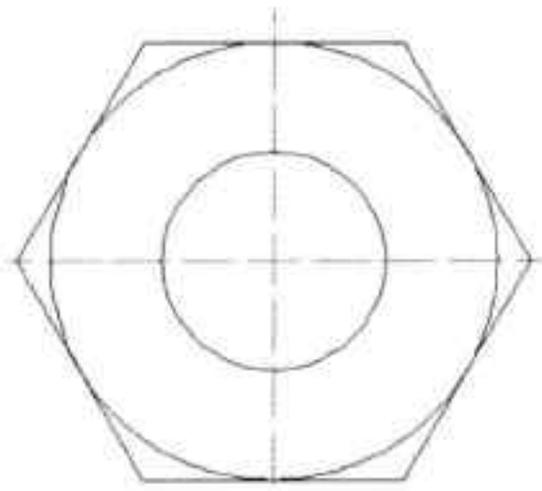

图5-65 完成绘制
Step 08 同样执行“圆”命令，捕捉圆心点，绘制半径为50mm的圆，如图5-65所示。